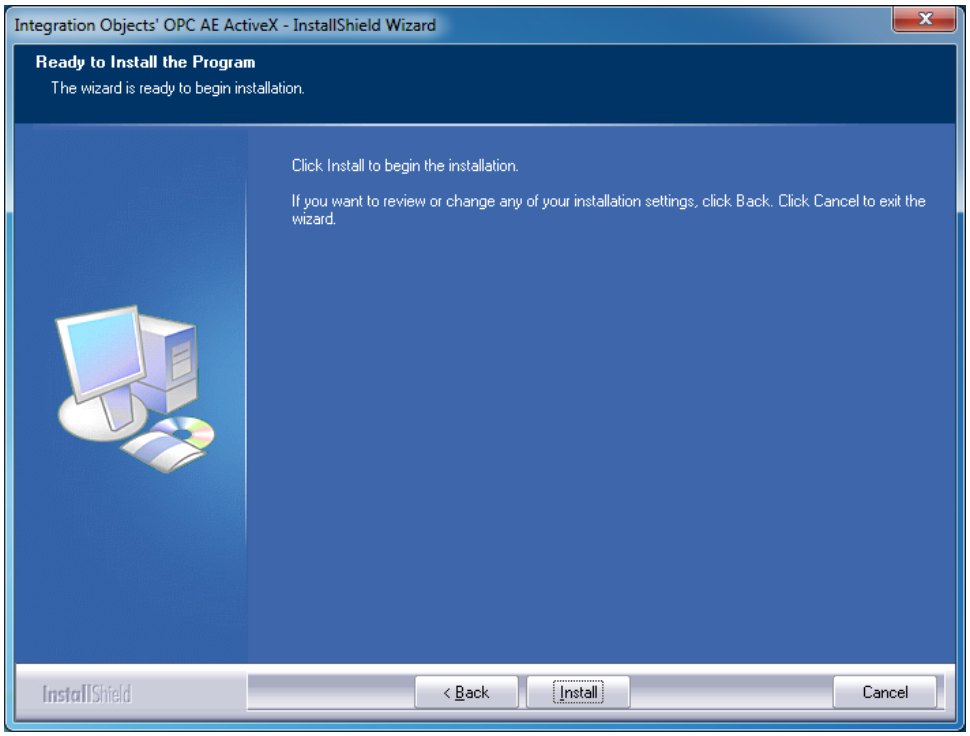

Figure 5: Confirm Install
7. Click *Next* and a confirm installation window appears (see Figure 5).